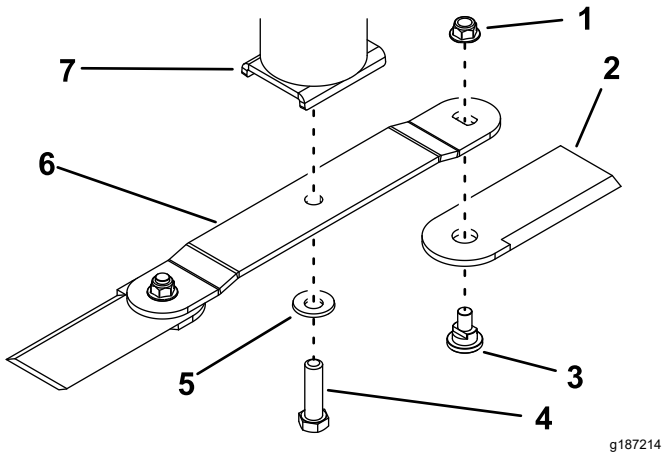

Figura 37
2. Retire el perno de la cuchilla, la arandela curva y la cuchilla del soporte de la cuchilla, en la parte inferior del alojamiento del eje (Figura 37).
Si la cuchilla no está equilibrada, rebaje con una lima algo de metal de la parte posterior de la cuchilla (borde opuesto al filo) solamente (Figura 37).
1. Sujete la cuchilla al alojamiento del eje usando el perno de la cuchilla y la arandela curva (Figura 37).
3. Para instalar únicamente las cuchillas desbrozadoras, sujete las cuchillas desbrozadoras a los extremos de la cuchilla usando el perno y una tuerca nueva en cada cuchilla desbrozadora (Figura 37). Apriete la tuerca a 103 – 127 N·m.